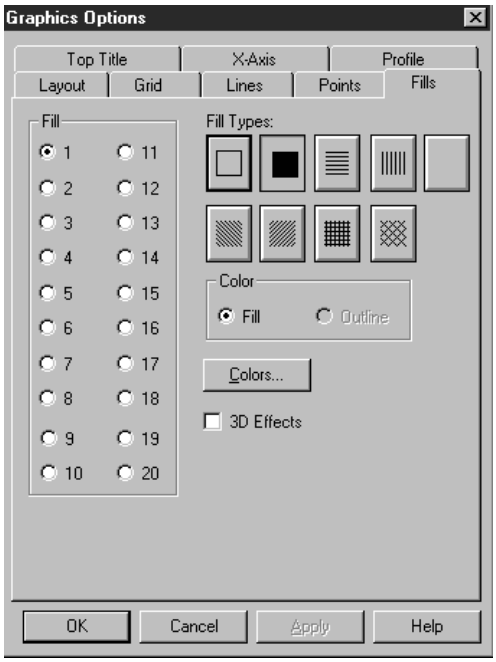

Figure 5-3. Fill Tab Page
3. Click the left button on the graph, the right to display the pop-up menu, then the left on Graphics Options to display the Graphics Options dialog box, which should open to the tab page that corresponds to the area of the graph you selected in Step 2 (see Figure 5-3).